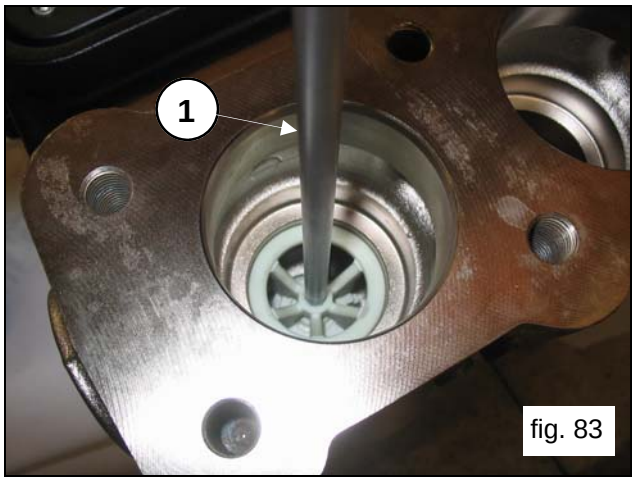

fig. 83
Unfasten the valve guide spacer using an 8 mm Allen wrench (pos.①, fig.83).